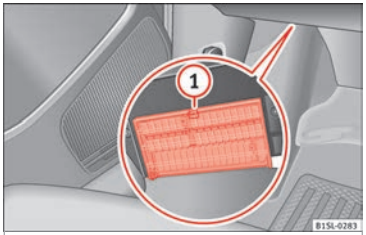

Fig. 82 Below the driver side dash panel: fuse box cover.
- *Opening:* Press the unlock button ››› **Fig. 82** (1) until it is possible to open the cover. Fold the cover down.
- *Closing:* Fold the cover up in the opposite direction to the arrow until it clicks into the locking lever (1).